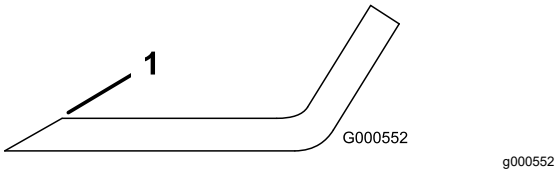

Figur 79
1. Anvend en fil til at slibe begge ender af skærekniven (Figur 79).
Bemærk: Hvis kniven ikke er afbalanceret, skal der slibes lidt mere metal af sejlområdet (Figur 79).